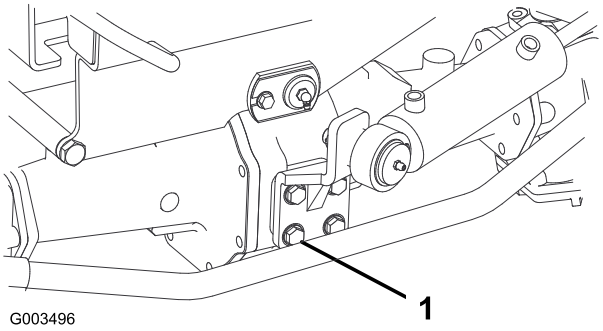

Figur 55
2. Kontroller tilspændingsmomentet for styretøjscylinderens monteringsbolte (Figur 55).